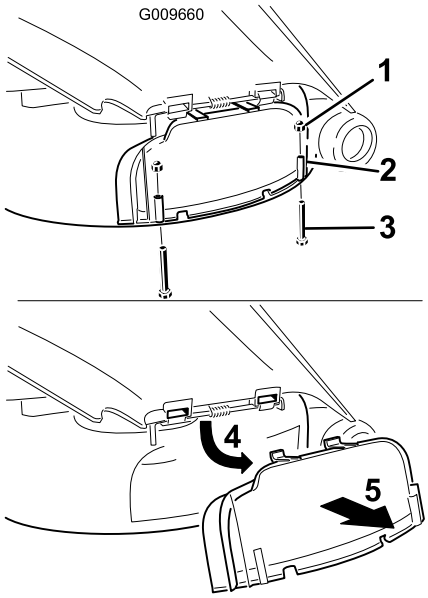

Figuur 25
3. Verwijder de 2 moeren en bouten waarmee de uitworpafsluiter aan de machine is bevestigd (Figuur 25).